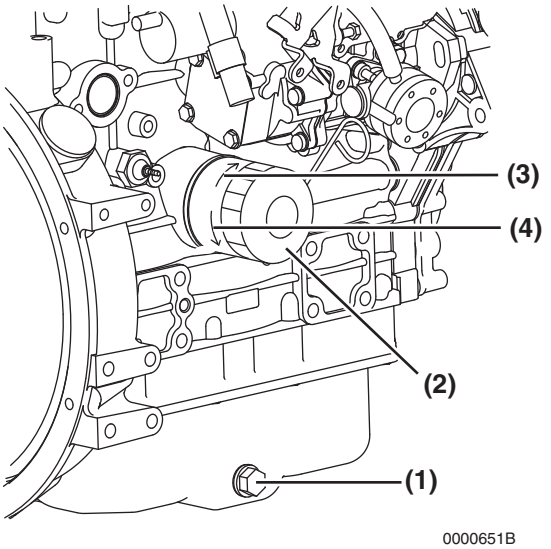

Figure 5-2
6. Remove the oil drain plug **(Figure 5-2, (1))**. Allow oil to drain.
7. After all oil has been drained from the engine, reinstall the oil drain plug **(Figure 5-2, (1))** and tighten to 39.8 - 47.0 ft·lb (53.9 - 63.7 N·m, 5.5 - 6.5 kgf·m).
1. Turn the engine oil filter **(Figure 5-2, (2))** counterclockwise **(Figure 5-2, (4))** using a filter wrench.
3. Lightly coat the gasket on the new oil filter with clean engine oil. Install the new engine oil filter manually by turning it clockwise **(Figure 5-2, (3))** until it contacts the mounting surface. Tighten to 14 - 17 ft·lb (19.6 - 23.5 N·m, 2.0 - 2.4 kgf·m or one additional turn using the filter wrench.